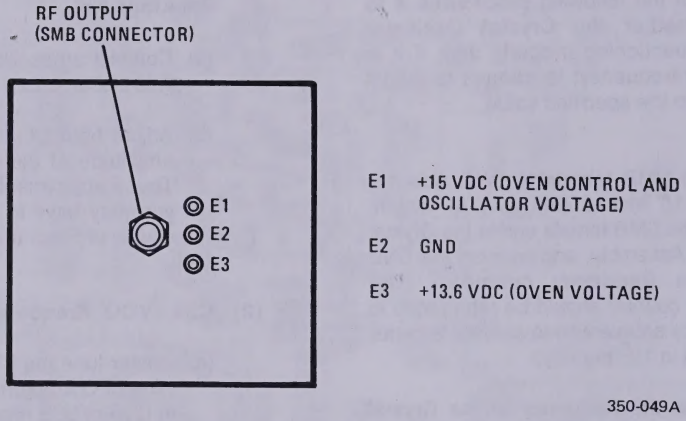

Figure 6-9. Crystal Oscillator Assy (Bottom View)
h. CRYSTAL OSCILLATOR ASSEMBLY A1A8.(figure 6-9).